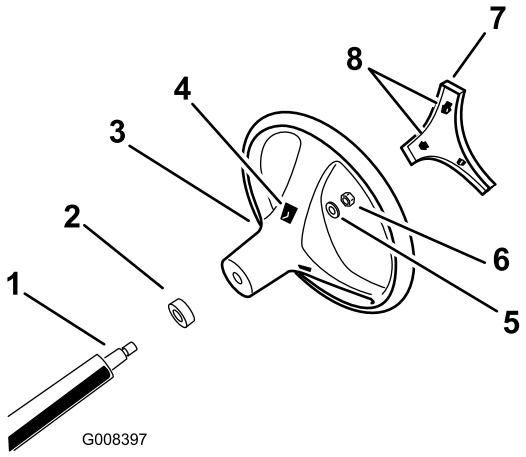

**Figur 3**
4. Fest rattet til akselen med låsemutteren (Figur 3). Stram til låsemutteren et dreiemoment på 24 til 29 N·m.
5. Juster tappene på dekslet med åpningene i rattet, og trekk dekslet på rattnavet (Figur 3).